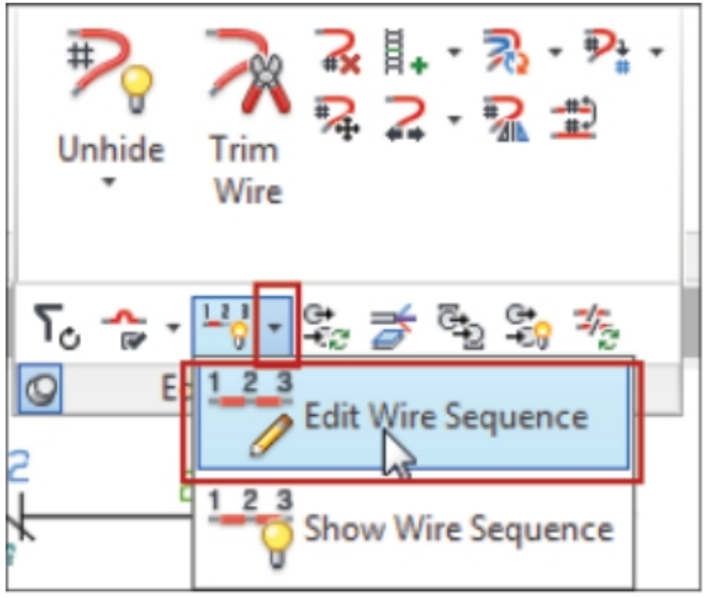

Figure-99. Edit Wire Sequence tool
- Click on the **Edit Wire Sequence** tool from the **Wire Sequence** drop-down in the **Edit Wires/Wire Numbers** panel of the **Ribbon**; refer to Figure-99. You are asked to select a wire network.